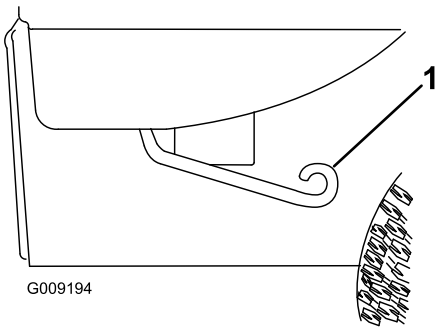

**Figur 14**
1. Lyft upp spaken på lådans båda sidor och lyft upp boxen (Figur 14).